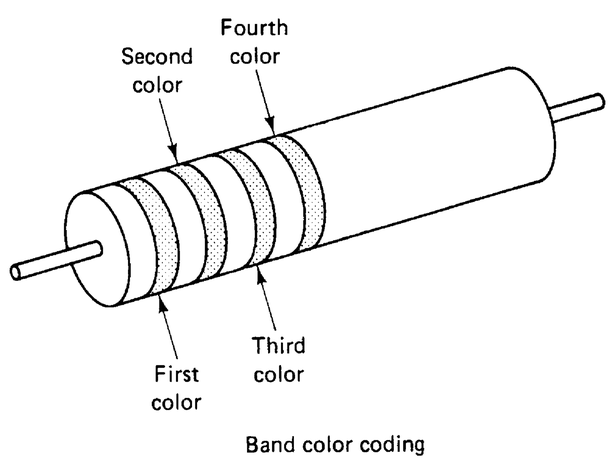

FIGURE 1-2A
1. The most important things to learn when dealing with color-coded components are the meaning and placement of the colors on the body of the component. Figure 1-2A shows a fixed resistor that has the band system of color coding.
2. Figure 1-2A illustrates the standard for color-coding fixed resistors. The organizations that developed these standards are the military and the Electronic Industries Association (EIA). Both standards use the same 12 basic colors to designate the value of a fixed resistor. In both systems the *first color* indicates the first digit in the value of the fixed resistor, which is measured in ohms. The *second color* indicates the second digit in the value of the resistor. The *third color* indicates the number by which the first two digits are to be multiplied, or the number of zeros to be added to the first two numbers. The *fourth color*, if there is a fourth color, indicates the *tolerance* of the value of the resistor. Tolerance is expressed as ±5%, ±10%, or ±20% of the value in ohms indicated by the first three colors. A *fifth color*, which is seldom used, indicates the failure rate per 1000 hours of use associated with the resistor and is discussed herein.